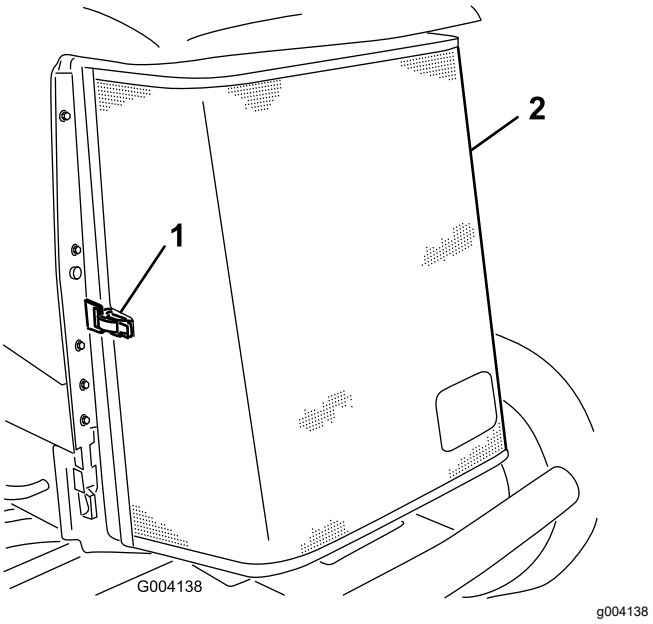

Рисунок 136
3. Откройте защелку и откиньте заднюю решетку (Рисунок 136).